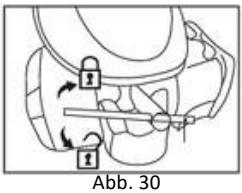

Abb. 30
2. Lösen Sie die Zündkerze, indem Sie sie mit dem Zündkerzenschlüssel (33) gegen den Uhrzeigersinn drehen, und nehmen Sie sie anschließend vorsichtig heraus (Abb. 30).